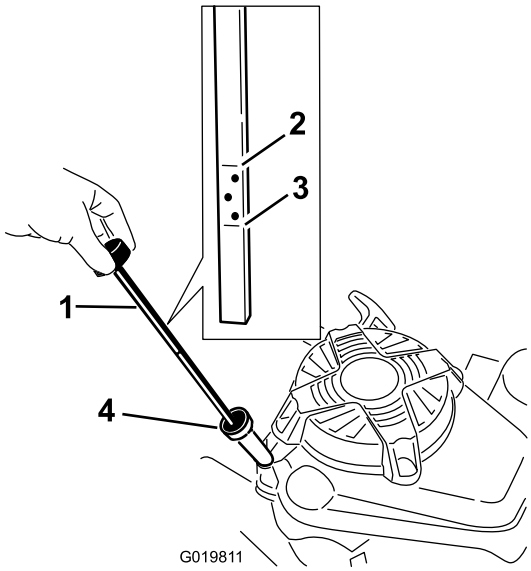

Рисунок 10
Перед каждым использованием машины убедитесь в том, что уровень масла находится между отметками **Add (Добавить)** и **Full (Полный)** на щупе (Рисунок 10).
2. Очистите область вокруг отверстия для измерительного щупа (Рисунок 10).
6. Определите уровень масла по отметкам на щупе (Рисунок 10).